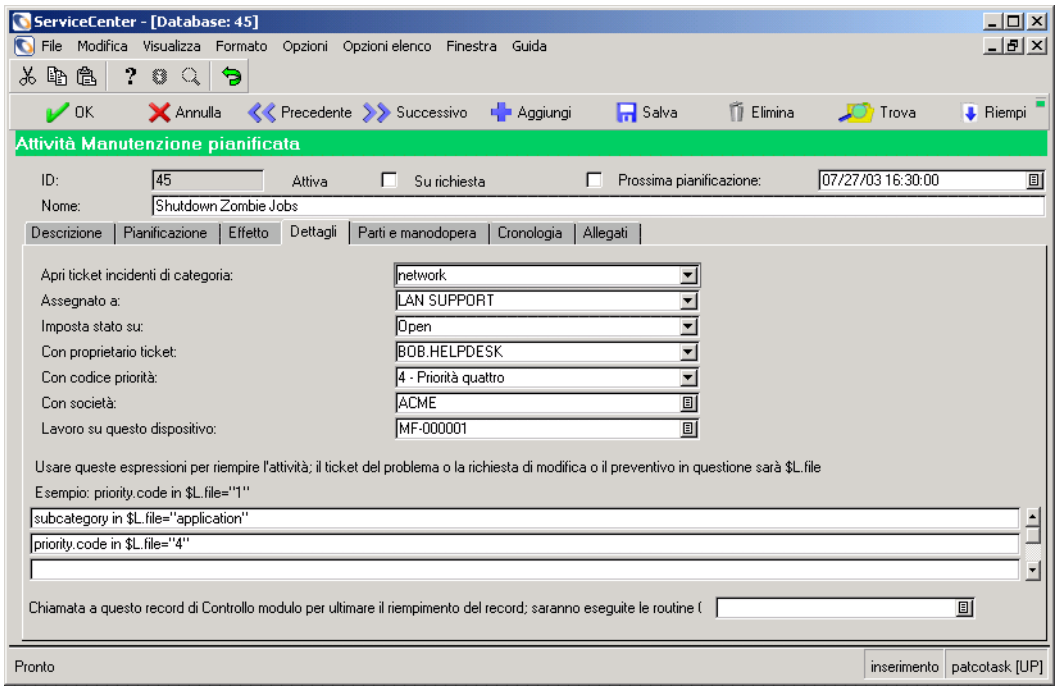

Figura 6-2: Attività Manutenzione pianificata: scheda Dettagli
3. La Figura 6-2 a pagina 174 mostra la sezione delle opzioni avanzate della scheda Dettagli.